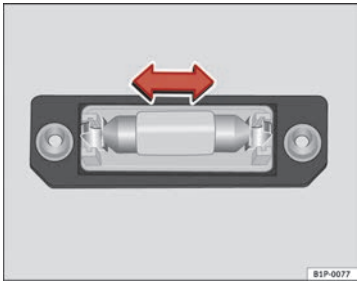

Fig. 172 Changing bulb
– Remove the bulb, moving it in the direction of the arrow and outwards ⇒ Fig. 172.